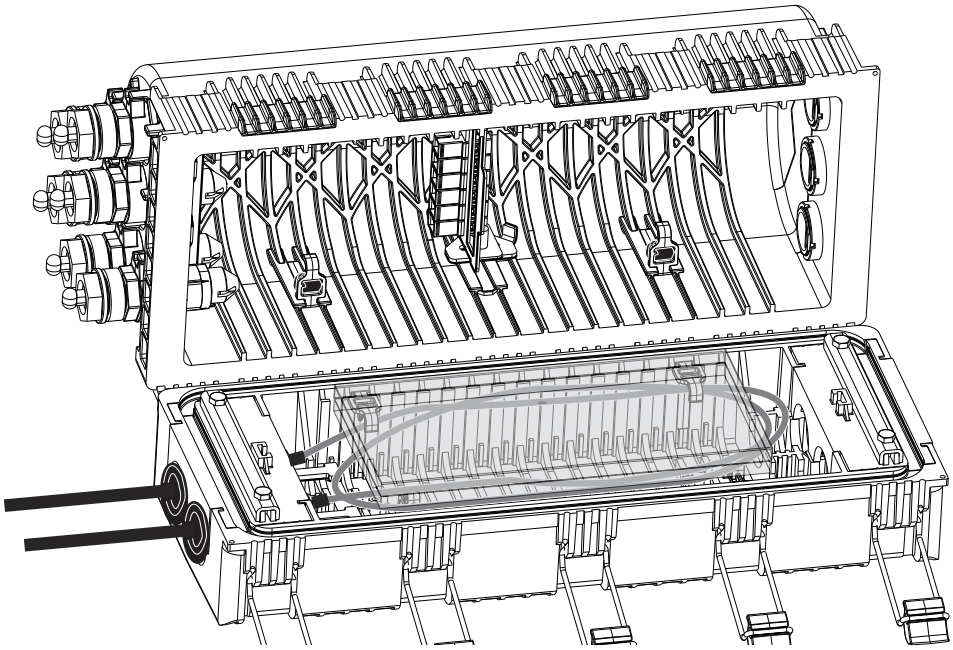

Figure 18
Step 1: Slide the buffer tube holders into the terminal as shown in Figure 18. The holders can be installed into the slots inside the terminal or into either of the sealing wedges as needed.